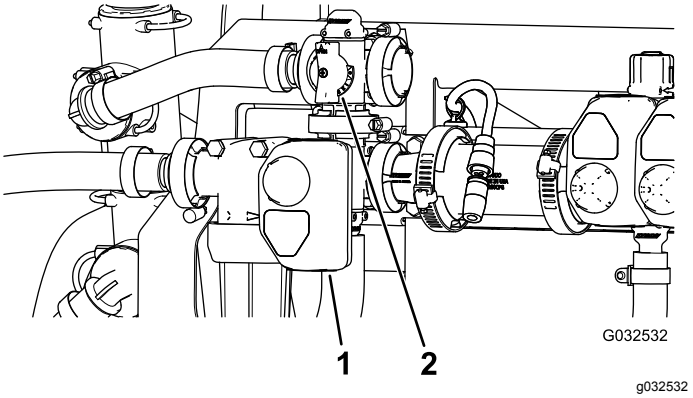

Рисунок 50
10. Отрегулируйте перепускной клапан перемешивания (Рисунок 50) на задней стороне клапана перемешивания так, чтобы показание давления в системе опрыскивателя стало равно 689 кПа (100 фунтов на кв. дюйм).